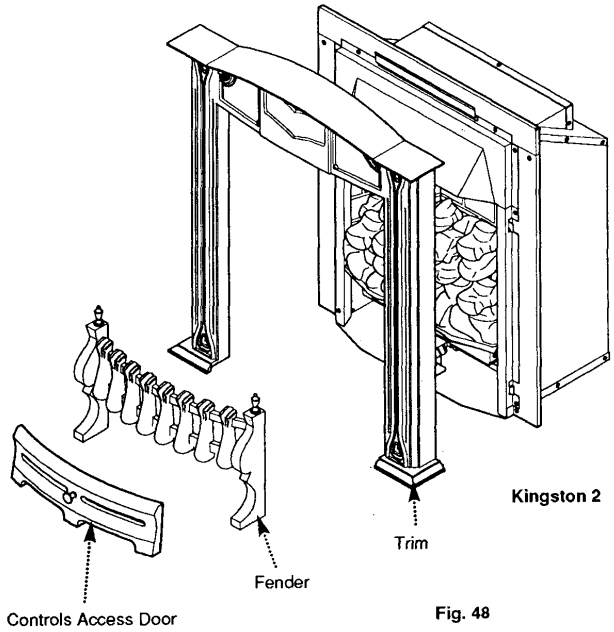

Fig. 48
10.3 Kingston 2 Models (Fig. 48)